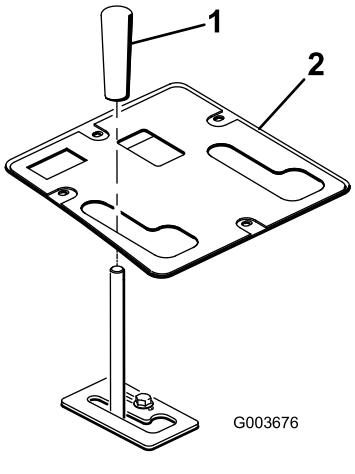

Figur 26
11. Fastgør kontrolpanelet med de fastgørelsesanordninger, der blev fjernet tidligere (Figur 26).
12. Monter grebet på løftearmen (Figur 26).